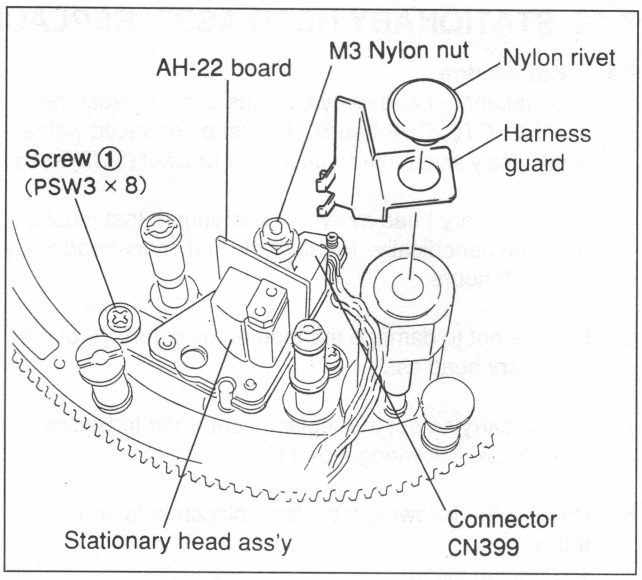

Fig.7-22-1 Stationary Head Ass'y Removal
1. Stationary Head Ass'y Removal (Fig. 7-22-1)